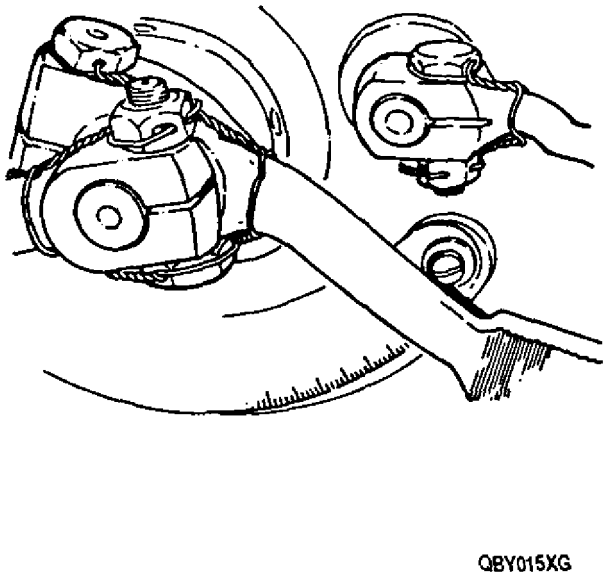
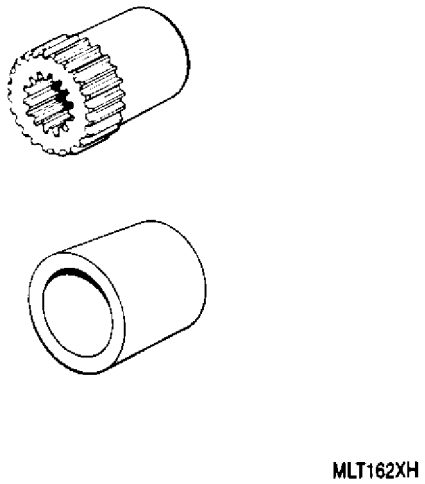

Figure 23. Lever Lockwire Details
Figure 25. 6799330 Coordinator Shaft Adapter Bushing and 6799331 Coordinator Shaft Adapter
e. Install bolt and nut. Torque nut to 60 − 65 lb in. Loosen, then re−torque to 45 − 50 lb in. and lockwire. (figure 23). (QA)
g. Install bolt (3, figure 1) and nut (2). Torque nut to 60 − 65 lb in. Loosen, then re−torque to 45 − 50 lb in. and lockwire nut (figure 23). (QA)
j. Using adapters 6799330 and 6799331 (figure 25) check the following:
(1) Torque required to move condition lever shaft throughout its entire range shall be measured and shall not exceed 5 lb in. (QA)
(2) Torque required to hold main coordinator shaft in zero position while moving condition lever throughout its entire range of travel shall not exceed 3.5 lb in. (QA)
(3) Torque required to move main coordinator shaft shall not exceed 3 lb in. except in 60 − 70° travel range where torque shall not exceed 5 lb in. (QA)
(4) Hold condition arm (4) in unfeathered position during this check.
(5) Torque measurements per steps (1) through (4) shall be made with condition arm, fuel cutoff output lever, and propeller setting arm installed with clamping bolts and nuts torqued to 60 − 65 lb in. Following this initial check, loosen clamping nuts and torque to 45 − 50 lb in. Repeat torque measurements of steps (1) through (4). Lockwire (MS20995C032) nuts (figure 23). (QA)